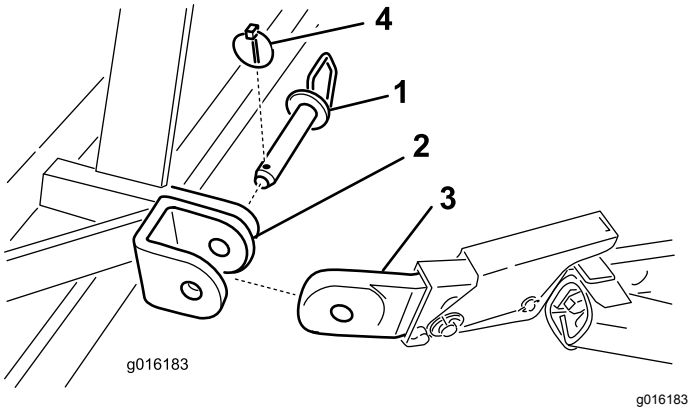

**Figur 4**
5. Fäst de nedre länkarmarna på luftarens monteringsfäste med hakbultar och hjulsprintar (Figur 4).